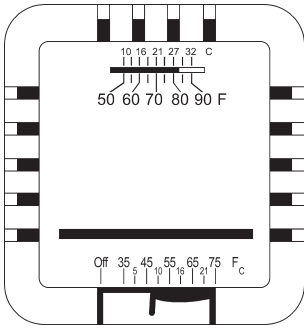

Figure 8. Commandes du thermostat
B. Réglez le thermostat à la position OFF (fermé). Voir la figure 8.